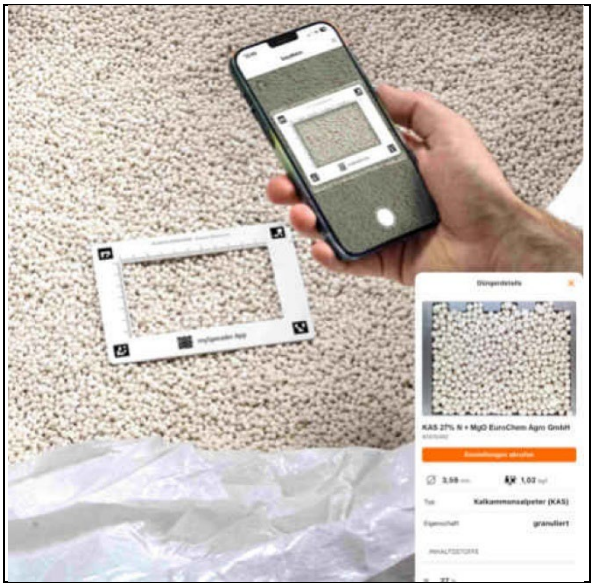

Fig. 40
5. Lenkbare Bremsrollen (Fig. 40/1) vorne
- o montieren und mit Klappstecker (Fig. 40/2) sichern, beziehungsweise
6. Starre Rollen (Fig. 40/3) hinten
- o montieren und mit Federstecker (Fig. 40/4) in der untersten der Absteckbohrungen sichern, beziehungsweise
Bei der Montage der starren Rollen darauf achten, dass der Bolzen (Fig. 40/5) durch die Bohrung des Rahmens fasst, und somit die Rollen in Längsrichtung hält.